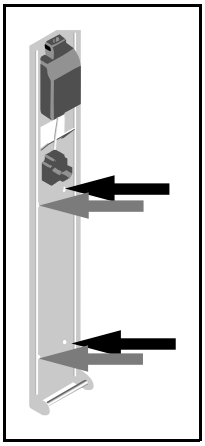

Рис. 1
3) Приложив зарядное устройство к стене, вставьте и закрутите винты, см. Рис. 1.